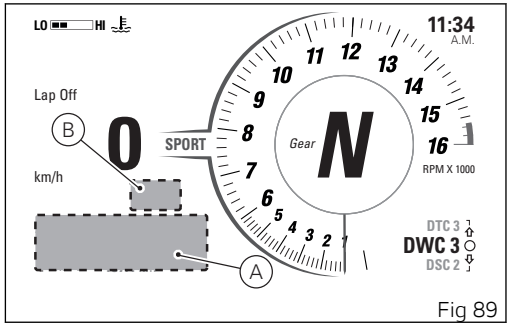

Fig 89
As the set service thresholds are almost reached, every time the motorcycle is switched on, the instrument panel activates the relevant grey indications for 5 seconds, in large mode (A, Fig 89)in the Track and Road Info Modes, showing the distance or days remaining: for “Oil Service” (D) and “Desmo Service” (E) it activates when 1000 km (621 miles) remain, for “Annual Service” (F) when 30 days remain.
Once the service threshold has been reached and each time the instrument panel is turned on, the corresponding amber warning is activated. In Track and Road Info Modes for the first 5 seconds it is displayed in large mode (A, Fig 89), then it is displayed in small mode (B, Fig 89).